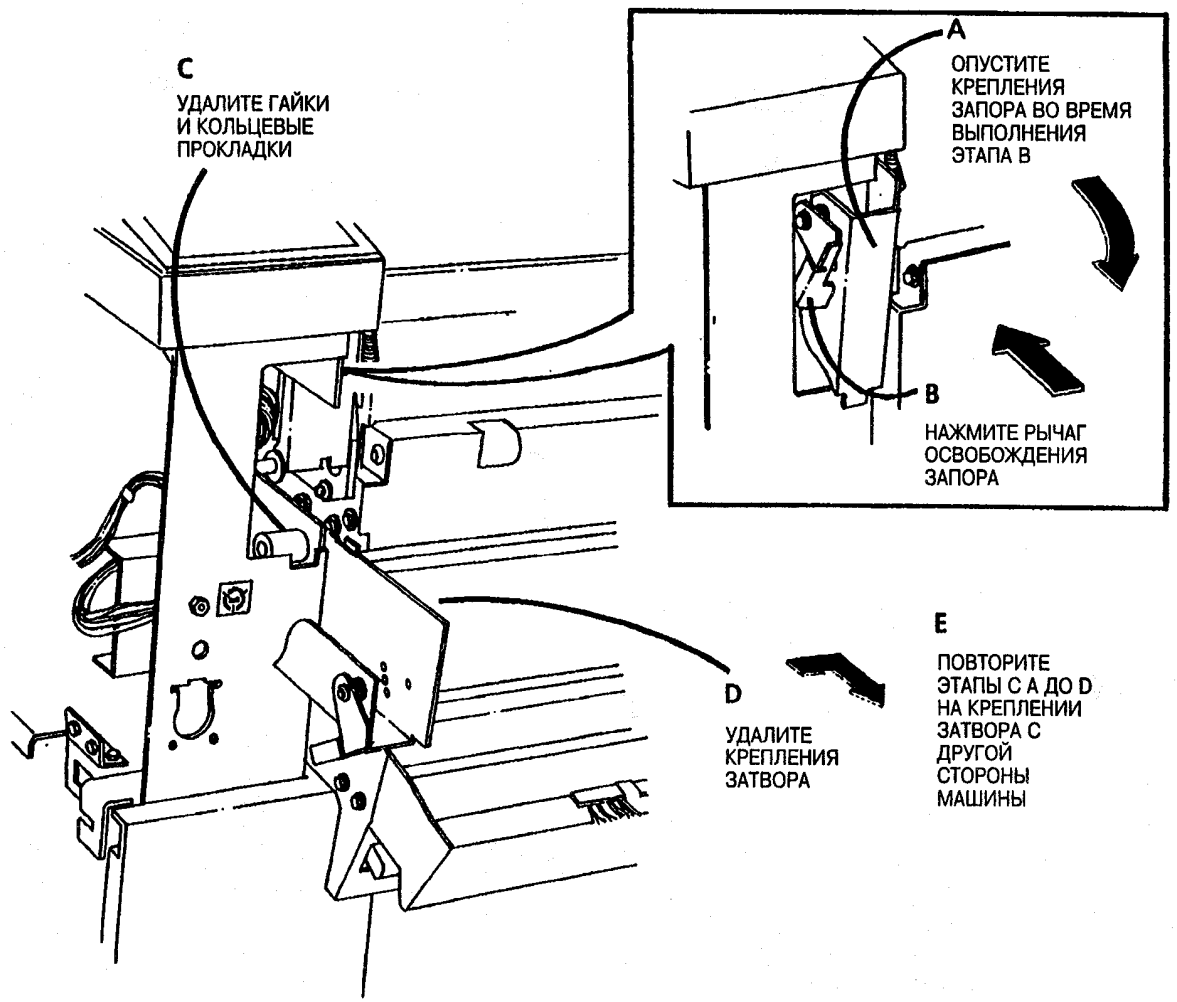

Рис. 3. Удалите крепления затвора
7. (Рис. 3): Удалите крепления запора.